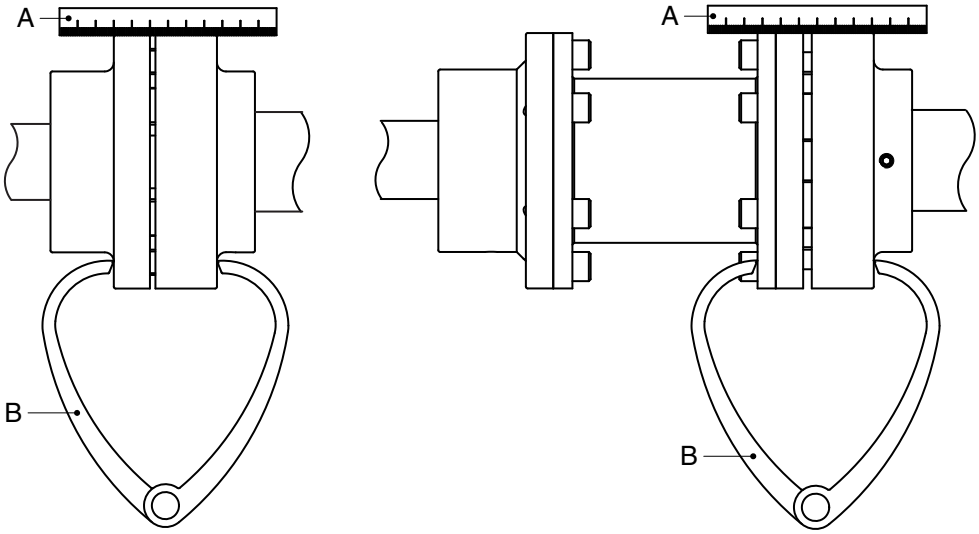

*Рисунок 3. Совмещение муфты при помощи линейки и пары кронциркулей*
7 Протолкните верхнюю полумуфту вниз на вал двигателя. Правильное значение расстояния между полумуфтами см. в соответствующей таблице рисунок 3. Затем закрепите полумуфту на валу двигателя.
2 Поместите линейку (A) на муфту. Линейка должна прилегать к обеим полумуфтам по всей длине, см. рисунок 3
4 Еще раз проверьте совмещение при помощи пары кронциркулей (B) в 2 диаметрально противоположных точках по бокам полумуфт, см. рисунок 3.